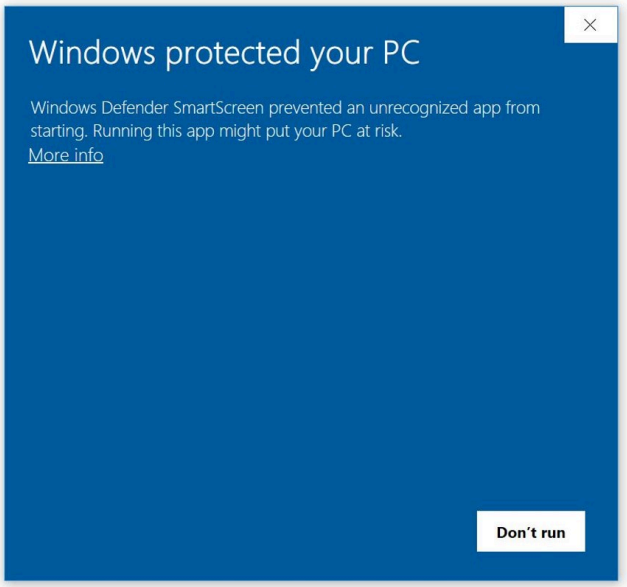

Figure 73. Execute CMake installer
3. Double click on the downloaded installer file. Windows Defender SmartScreen might pop-up the wizard shown in Figure 73: